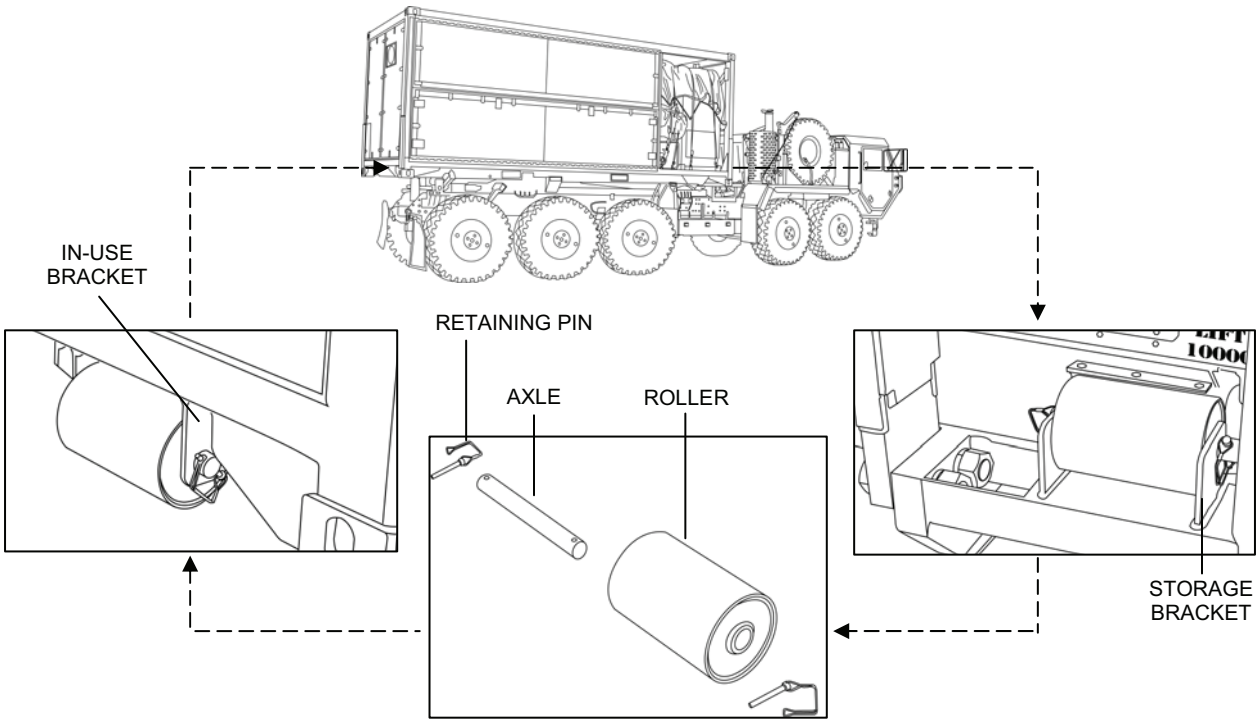

Figure 29. Flat Rack Roller Installation.
1. Remove both rollers from the storage brackets at the bail bar end of the flat rack as follows (Figure 29):
2. Install both rollers in the in-use brackets at the operator station end of the flat rack as follows (Figure 29):